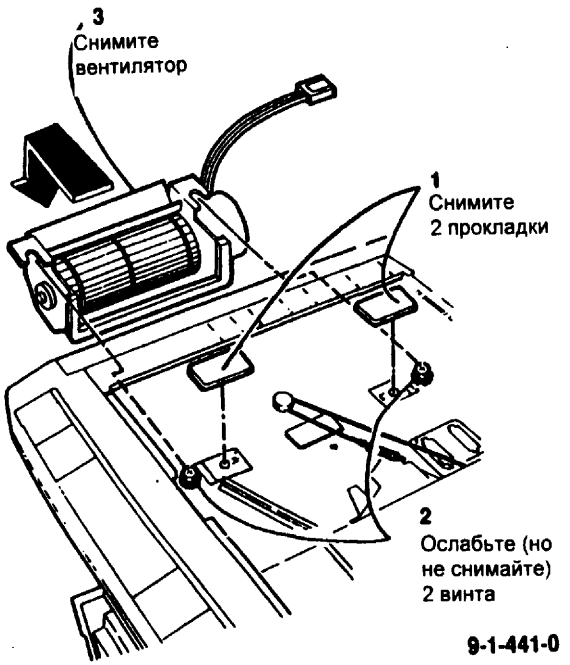

Рис. 1 Снятие вентилятора фьюзера
5. (Рис. 1) Снимите вентилятор фьюзера.